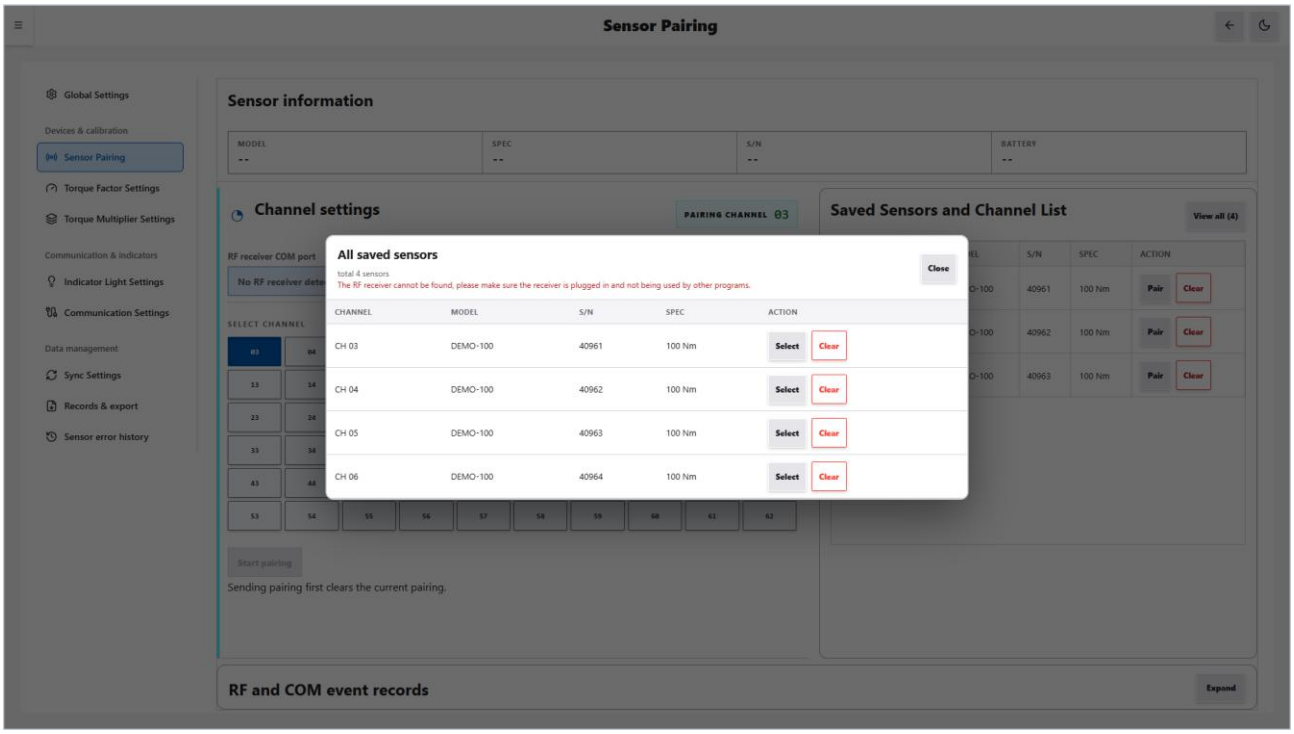

Figure 12-7 All saved sensors window
“Saved Sensors and Channel List”	Lists up to 3 entries, sorted by channel in ascending order; each row has “Pair” and “Clear”. When there are more than 3, “View all (N)” appears at the top right (Figure 12-7).